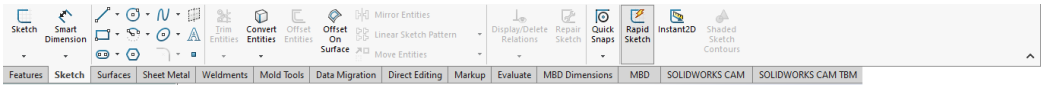

*Figure 1-8 The **Sketch CommandManager***
This CommandManager is used to enter and exit the 2D and 3D sketching environments. The tools available in this CommandManager are used to draw sketches for features. This CommandManager is also used to add relations and smart dimensions to the sketched entities. The **Sketch CommandManager** is shown in Figure 1-8.
*To collapse the CommandManager, click on the **Collapse CommandManager** button*  *available at the right of the Ribbon, refer to Figure 1-8. In the collapsed view, click a tab to expand the CommandManager and access the tools. In the expanded view, click on the **Pin CommandManager** button*  *to keep the CommandManager expanded.*